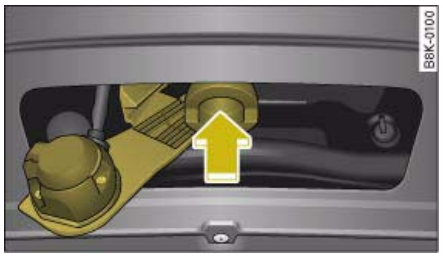

Fig. 240 Removable towing bracket: Inserting the ball joint
– With the spring mechanism in the “ready” position, insert the ball joint into the mounting fixture and push it upwards ⇒ *page 237,* fig. 240 in the direction indicated (arrow) ⇒ ⚠. The spring mechanism should then engage automatically with an audible click.